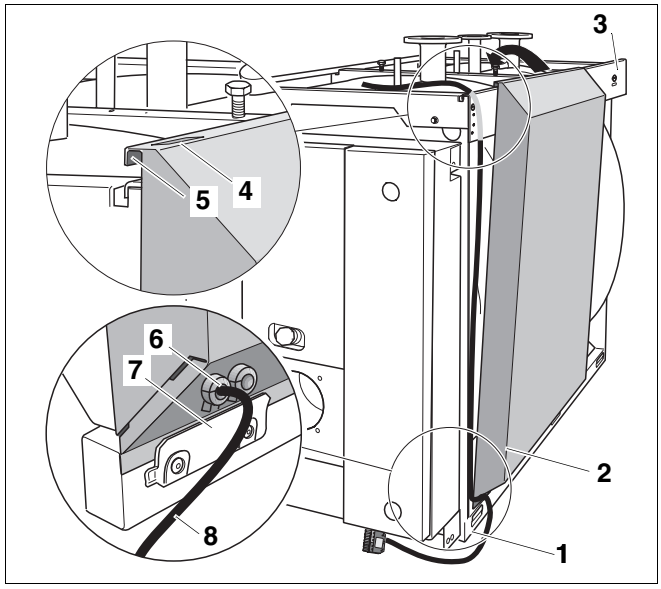

Fig. 30 Montaggio del pannello laterale con cavo del bruciatore
- Portare il cavo del bruciatore con fermo antitrazione (fig. 30, **pos. 8**) sotto la traversa laterale (fig. 30, **pos. 3**) fino al telaio di base del blocco caldaia (fig. 30, **pos. 1**).
- Appoggiare il pannello laterale anteriore (fig. 30, **pos. 2**) al blocco caldaia.
- Prestare attenzione, affinché l'intaglio del pannello laterale anteriore (fig. 30, **pos. 4**) sia rivolto in avanti.
- Portare il cavo del bruciatore con fermo antitrazione (fig. 30, **pos. 8**) attraverso il passaggio cavi (fig. 30, **pos. 6**) del pannello laterale anteriore (fig. 30, **pos. 2**). Il morsetto del bruciatore (grande) è posto all'esterno.
- Posizionare il pannello laterale anteriore (fig. 30, **pos. 2**) dietro le linguette del telaio caldaia (fig. 30, **pos. 7**) ed agganciarlo con la piegatura (fig. 30, **pos. 5**) a filo sulla traversa laterale (fig. 30, **pos. 3**).